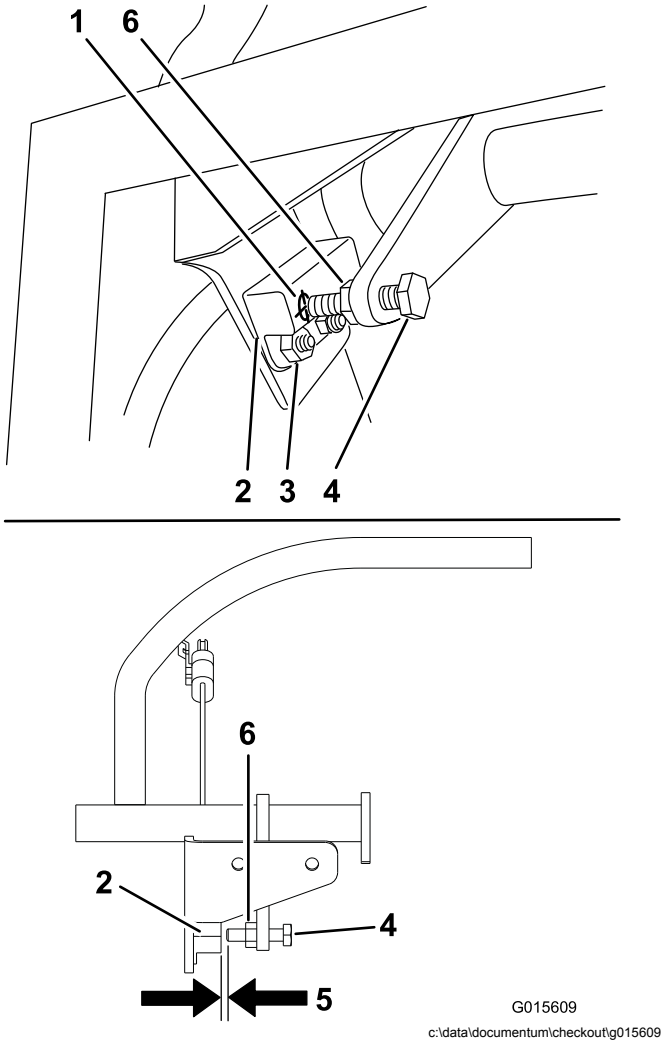

Figur 57
1. Se till att bulten på rörelsereglagespaken ligger i linje med avståndsbrytarens mål (Figur 57).
2. Vid behov lossar du bultarna och justerar avståndsbrytaren tills målet ligger i linje med bulten på rörelsereglaget (Figur 57).
3. Kontrollera avståndet från bulten till avståndsbrytaren. Det ska vara mellan 0,51 och 1,02 mm såsom visas i Figur 57.
5. Dra åt kontramuttern efter justeringen av bulten (Figur 57).